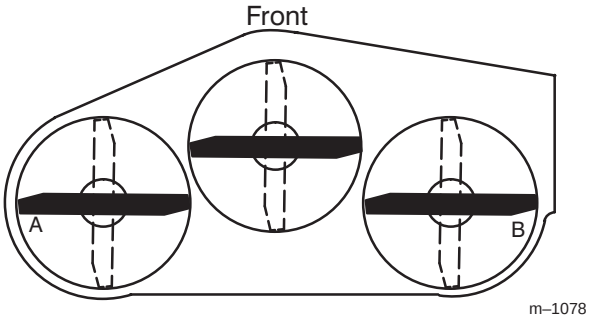

Figure 19
2. Position the blades side-to-side (Fig. 19). Measure at “A” and “B” locations (Fig. 19) from a level surface to the cutting edge of blades (Fig. 20).